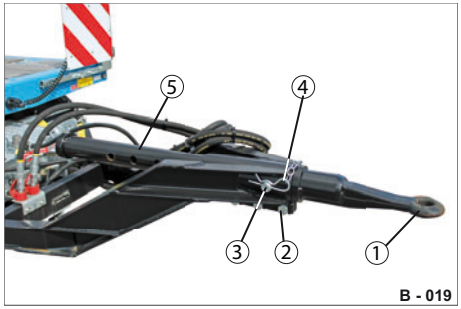

Abb. 32 Zuggabel - Variante 3
▶ Ziehen Sie den Federstecker (Abb. 32/4) aus dem Steckbolzen (Abb. 32/3) heraus.
▶ Demontieren Sie die 4x Schrauben-Verbindungen (Abb. 32/2).